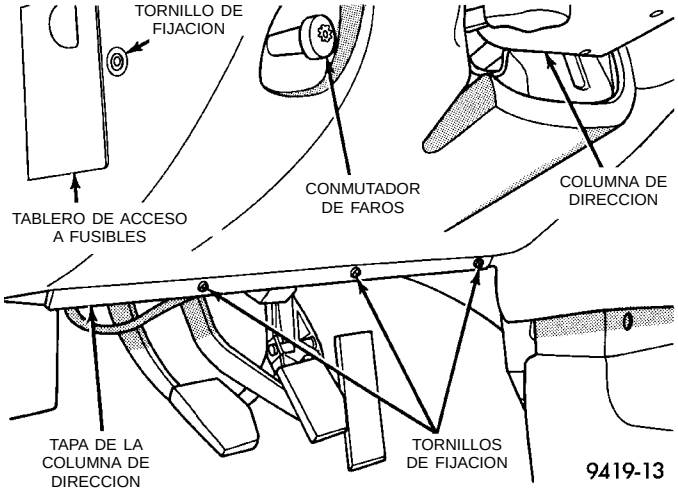

Fig. 6 Tapa de la columna de dirección
(1) Desconecte el cable negativo (masa) de la batería y aíslelo.
(2) Antes de comenzar el desmontaje del conjunto de la columna de dirección del vehículo, asegúrese de que las ruedas delanteras estén en la posición **de línea recta hacia adelante**.
(3) Retire los 4 tornillos que fijan la tapa de la columna de dirección a la parte inferior del tablero de instrumentos. Luego retire el panel tapizado del tablero de instrumentos (Fig. 6).